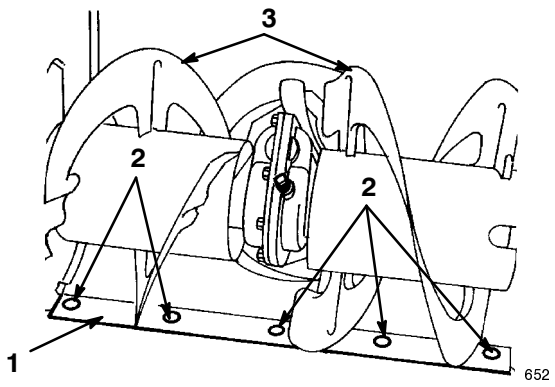

Figur 32
5. Stötta **matarskruvbladen** så att de är 3 mm ovanför marken (figur 32).
7. Lossa de fem skruvarna (figur 32) om skrapan behöver justeras, ställ in bladet och dra åt skruvarna.